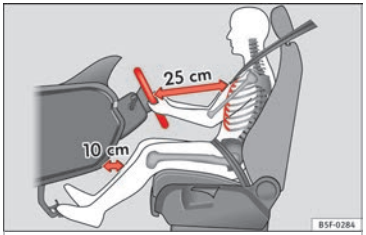
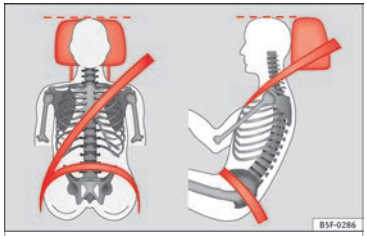

Fig. 64 The proper distance between driver and steering wheel
Fig. 65 Correct belt web and head restraint positions
- Adjust the seat so that there is a distance of at least 25 cm between the steering wheel and your chest ››› Fig. 64 and so that you can hold the steering wheel with both hands on the outside of the ring at the 9 o'clock and 3 o'clock positions with your arms slightly bent.
- Adjust the driver seat forwards or backwards so that you are able to press the accelerator, brake and clutch pedals to the floor with your knees slightly angled and the distance between your knees and the dash panel is at least 10 cm ››› Fig. 64.
- Adjust the head restraint so that its upper edge is at the same level as the top of your head, or as close as possible to the same level as the top of your head and under no circumstances below eye level. Keep the back of your neck as close as possible to the head restraint ››› Fig. 64 and ››› Fig. 65.
Adjust the correct distance between the driver and the steering wheel ››› Fig. 64 using the controls on the driver seat ››› page 12.